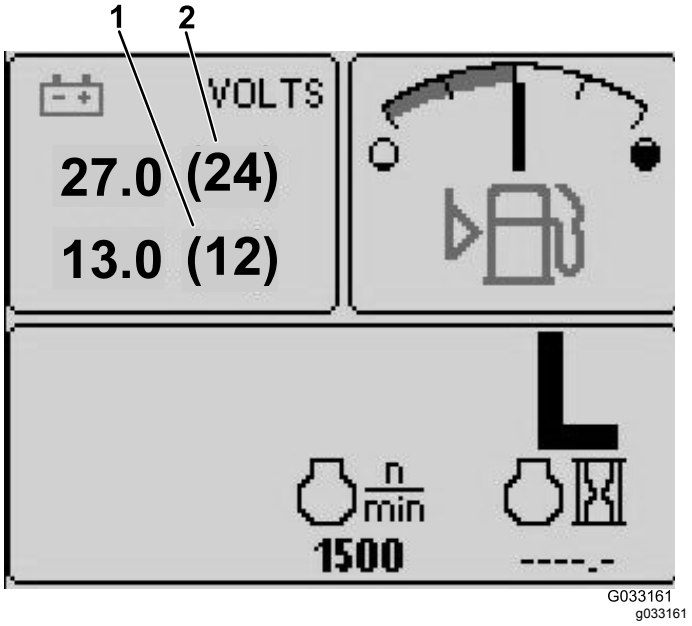

**Figur 17**
- 12 V-batterispänningsindikator – övre, vänstra skärmen (Figur 17)
- 24 V batterispänningsindikator – övre, vänstra skärmen (Figur 17)
Displayen visar spänningen för både 12 V- och 24 V-batteriet (Figur 17).